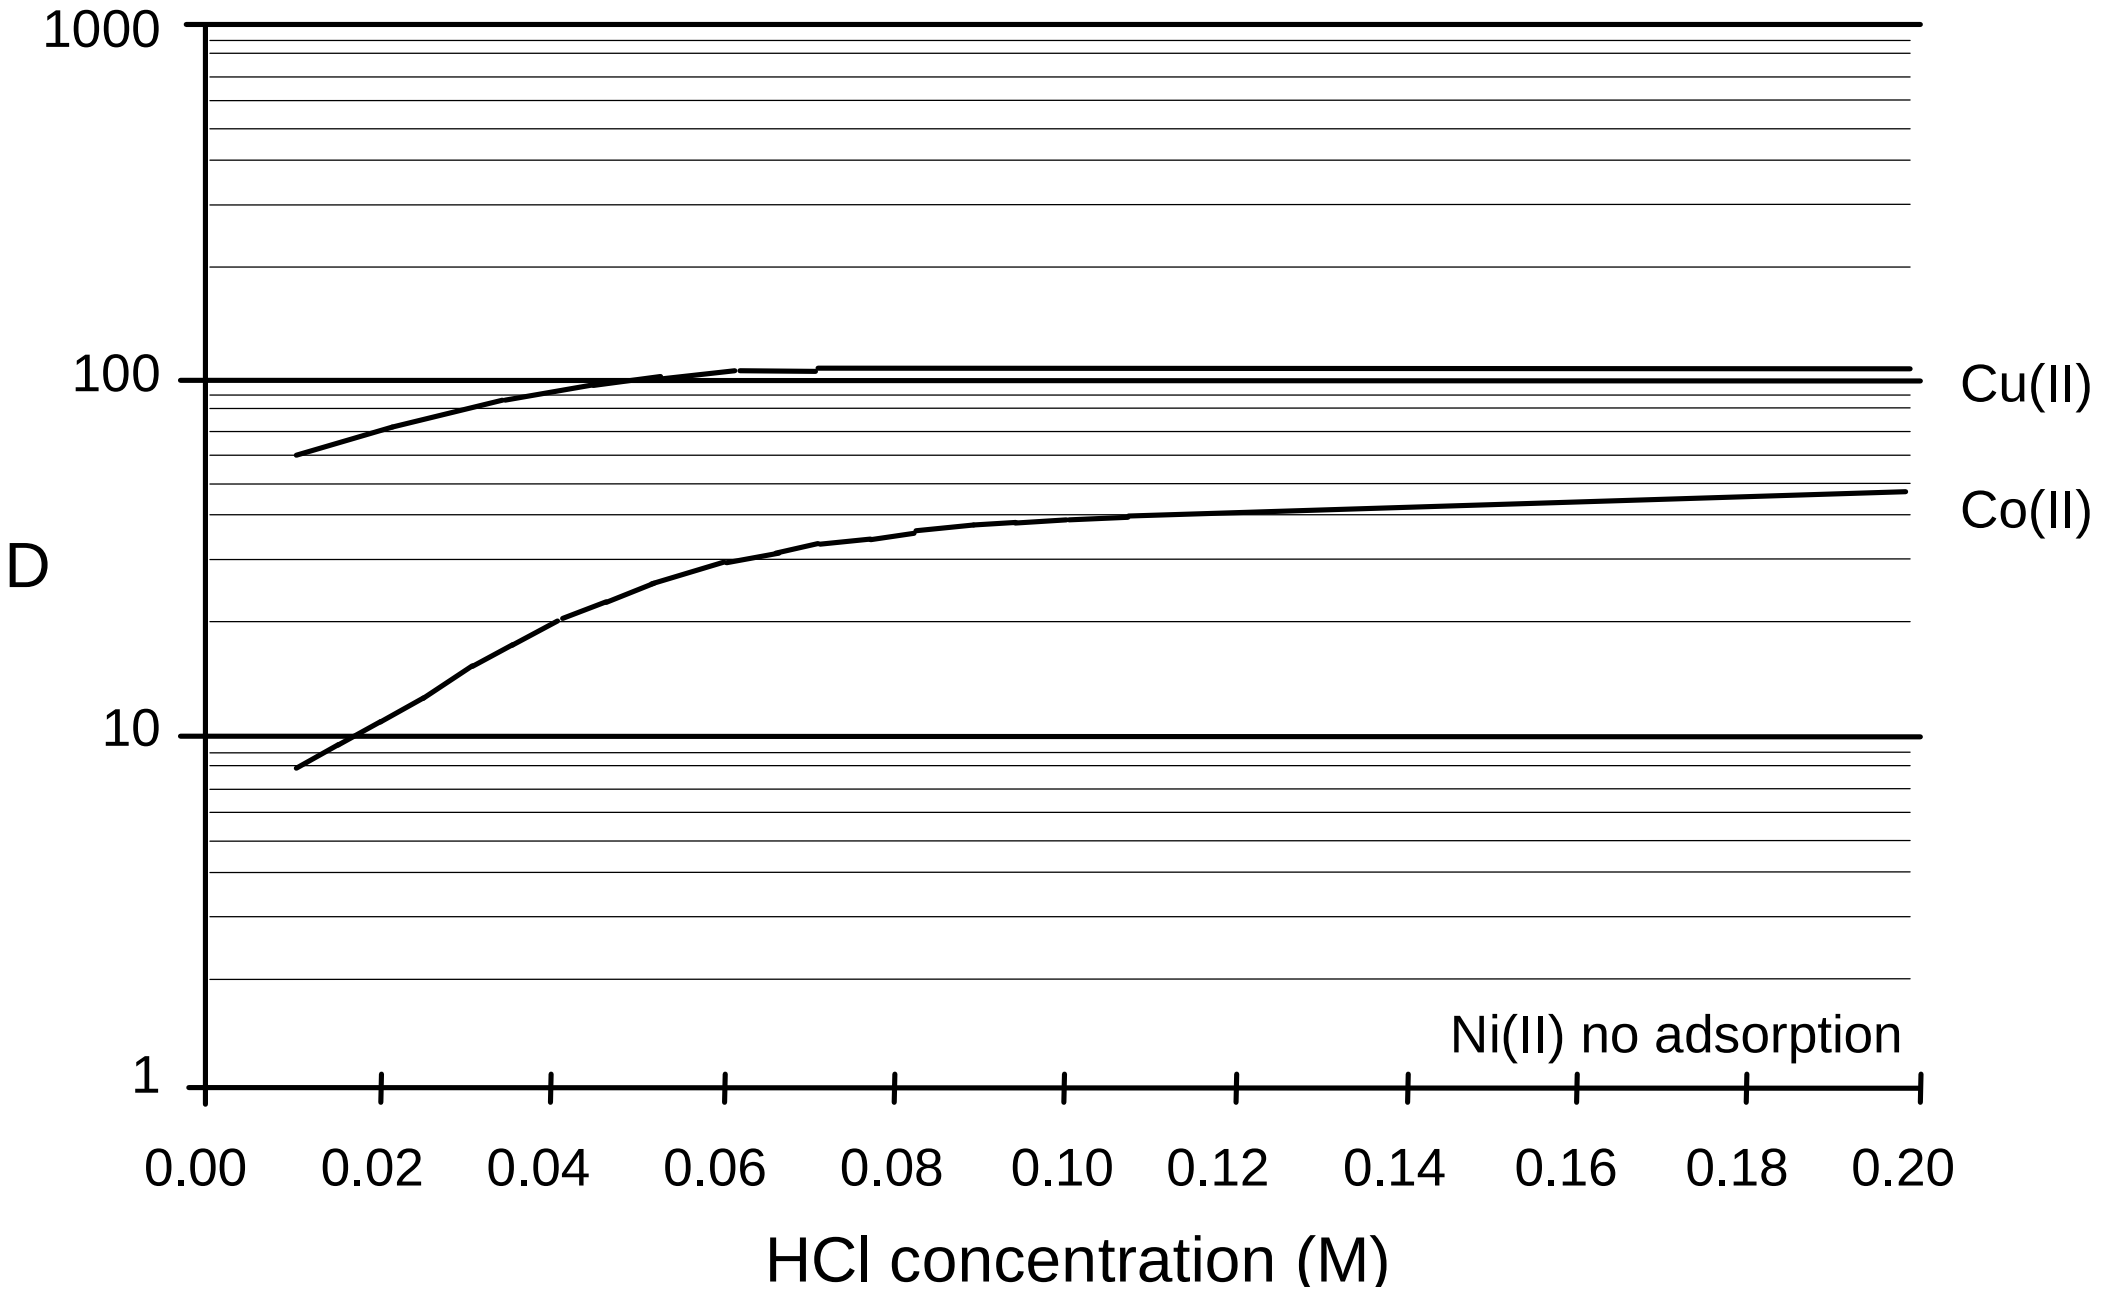

Figure 1. Distribution coefficients, *D* of metal ions between anion exchange resin and 96 % methanol at varying HCl concentrations. (note *D* value for Zn > 1000)
2.3 The wash solution is evaporated to dryness and the residue resuspended in a small amount of 0.2 M HCl 96 % methanol and loaded onto an anion exchange column. Use the distribution coefficients *D* given in Figures 1 and 2 and rank the best solvent systems (from given alternatives) for eluting Cu-64 and Co-55.
2.3 Use the distribution coefficients *D* given in Figures 1 and 2 and rank the following solvent systems for isolating Cu-64 and Co-55 by writing the numbers 1 to 4 in the boxes (1 is best).